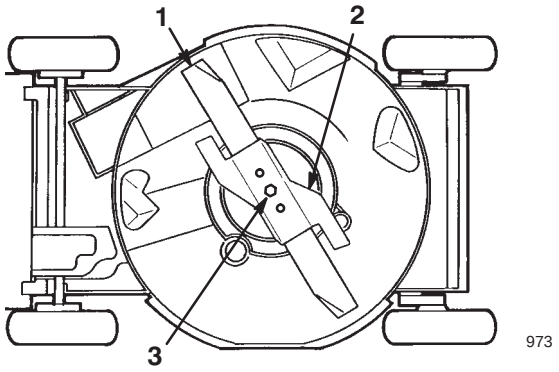

Bild 25
4. Kippen Sie den Rasenmäher auf seine **linke** Seite (Luftfilter hoch) (Bild 25).